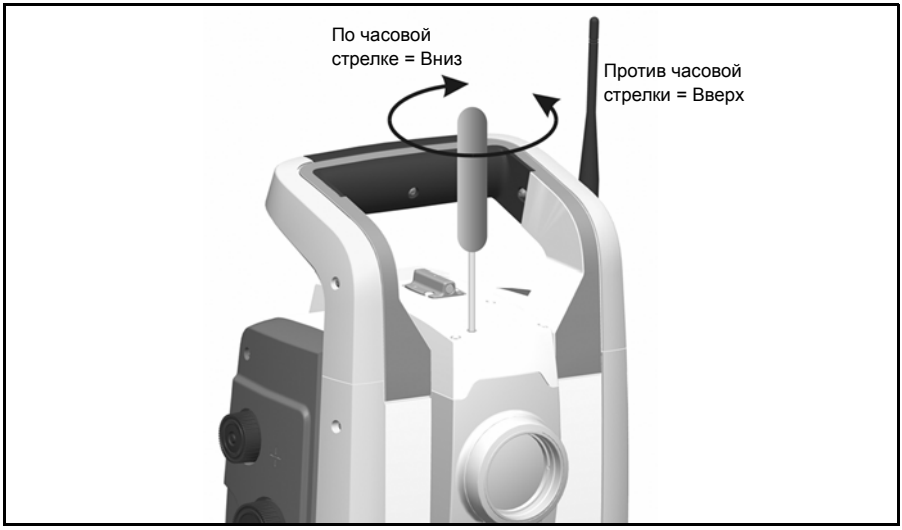

Рис. 4.34. Юстировка вертикального положения
2. Для корректировки вертикального положения лазерного пятна вставьте шестигранный ключ в юстировочный порт вертикального указателя и поверните, как показано на рис. 4.34.